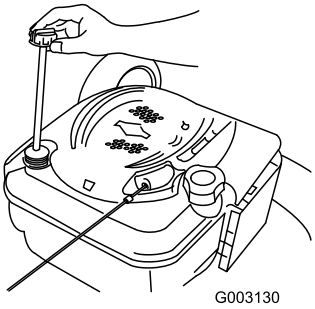

Figur 34
2. Tag målepinden ud (Figur 34).